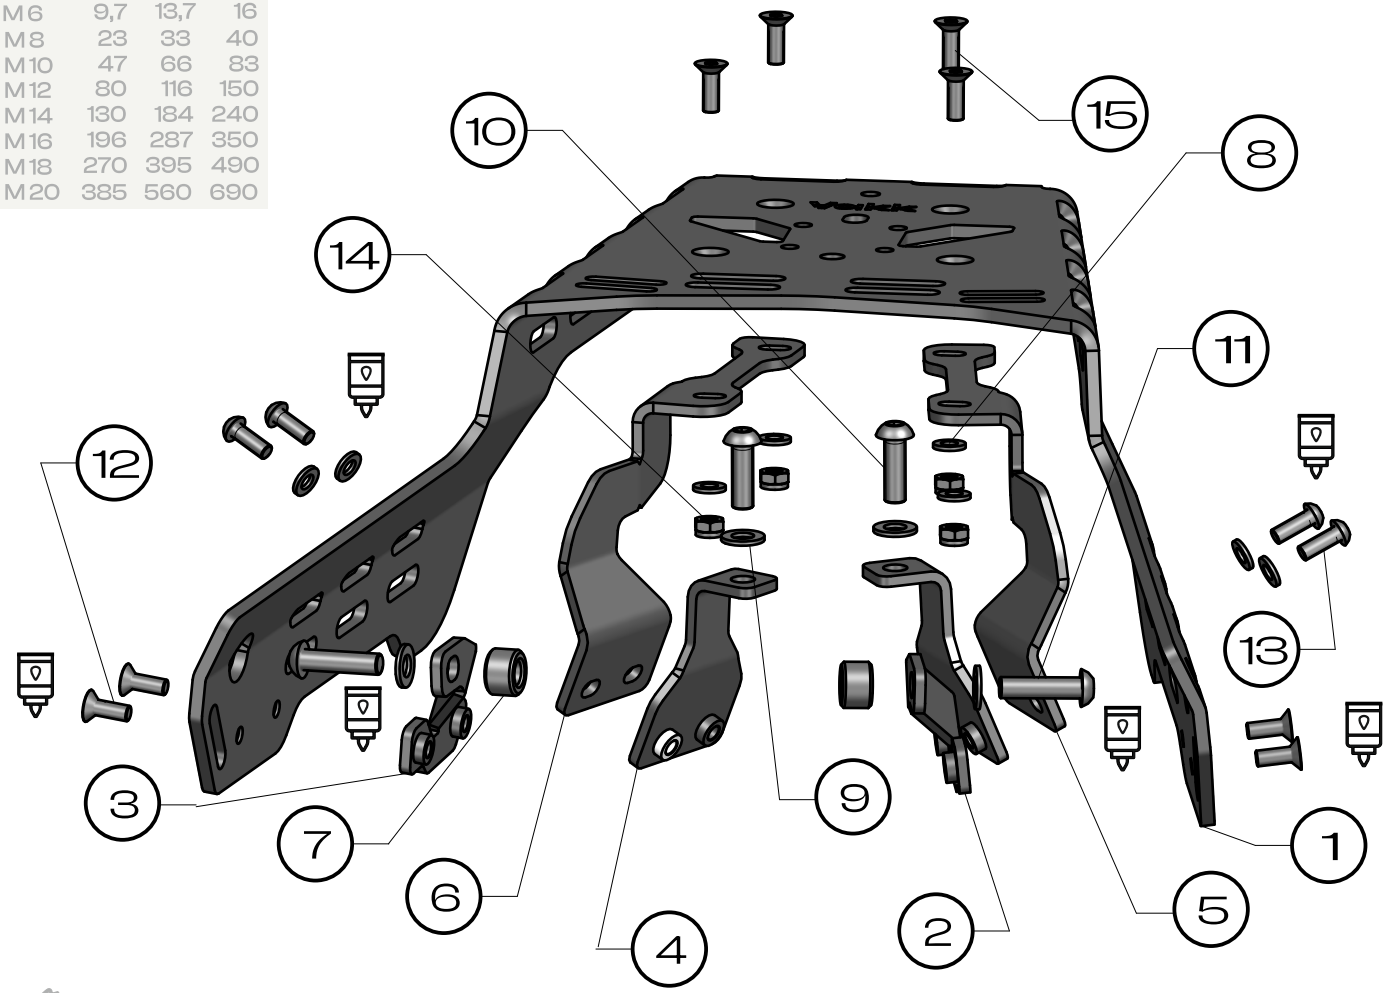
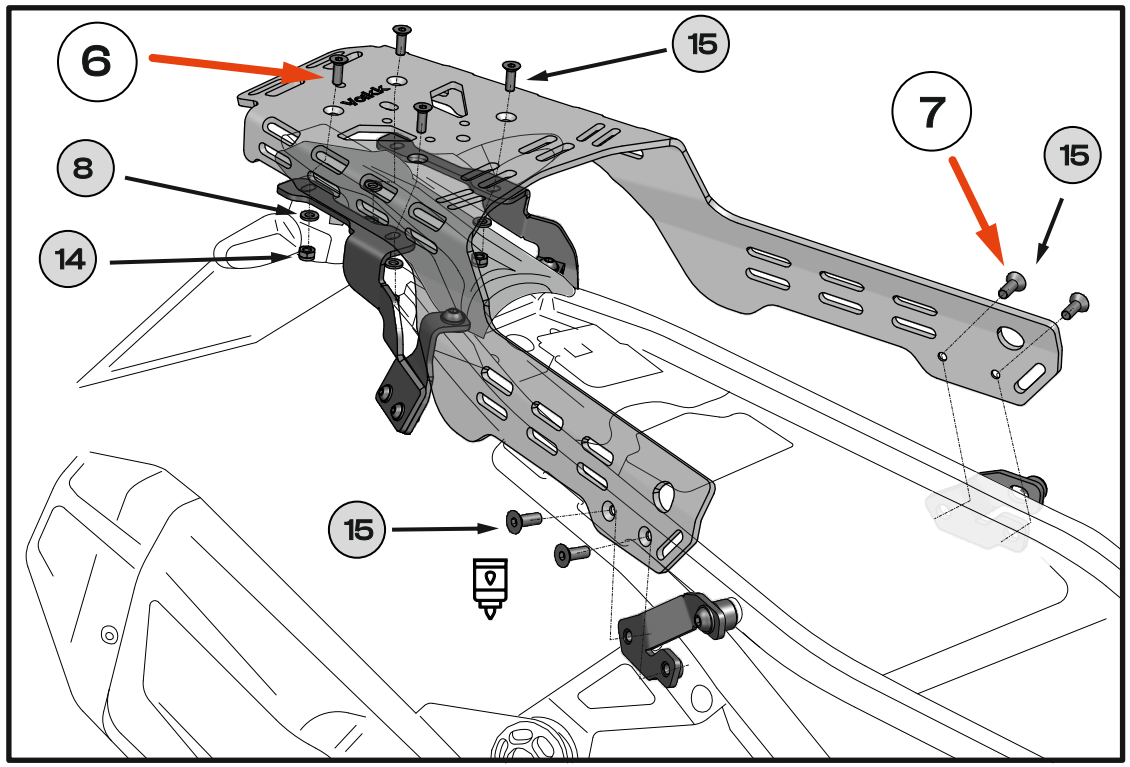
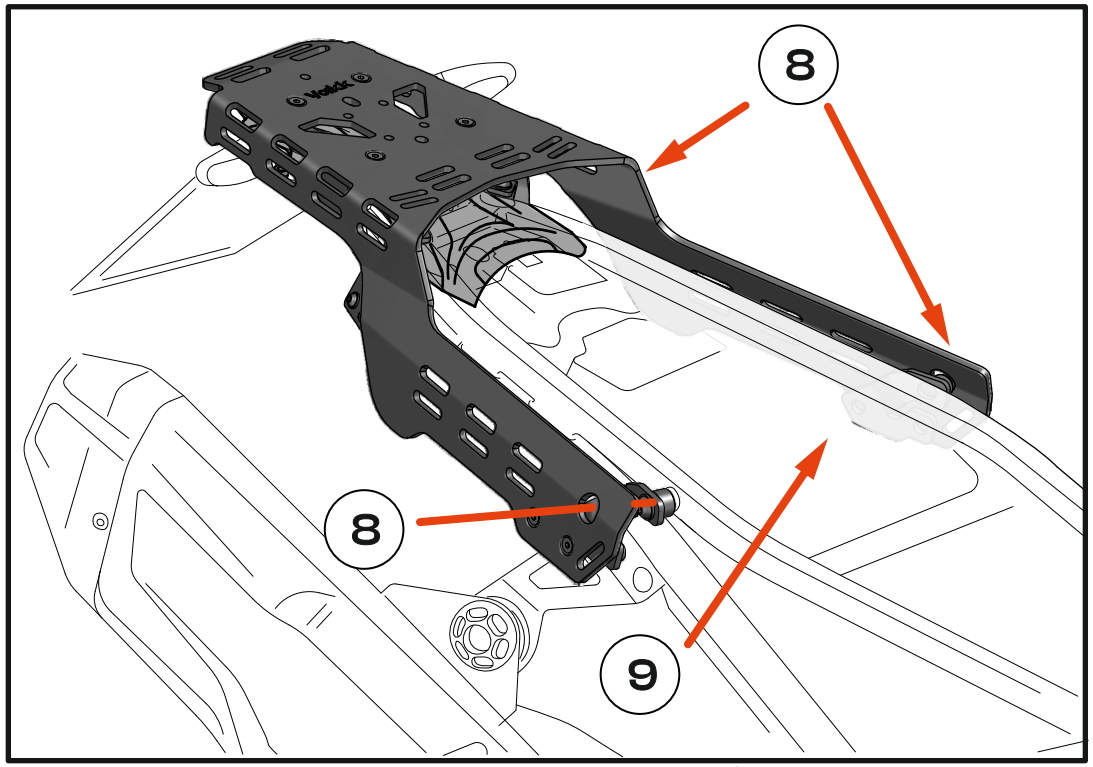

Fig. 1
Fig. 4
Fig. 5
6. Install the Luggage plate **[1]** and loosely fasten it to supports **[5]** and **[6]** using bolts **[15]**, washers **[8]**, and nuts **[16]** . **[Fig. 1] , [Fig. 4]**
7. At the front, loosely fasten the Luggage plate **[1]** using bolts **[12]** to brackets **[2]** and **[3]**. Use a medium-strength adhesive. **[Fig. 1], [Fig. 4].**
8. Tighten all bolts to the specified torque **[Fig. 1], [Fig. 5].**
9. Install the seat. **[Fig. 5].**